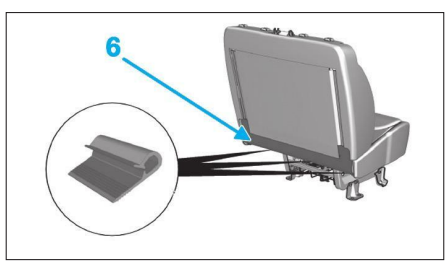

Fig. 27
- la housse arrière (6) de l'armature de banquette avant **(Fig.27)**,